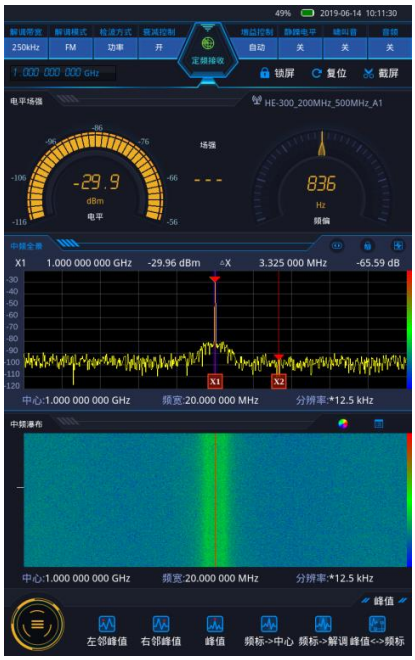

图 3.17 正弦信号测量结果（激活频标）
4)按 键，弹出功能菜单，选择[峰值]，该操作激活频标并使其跳到显示屏幕上信号的峰值位置，由光标可读出频率和幅度值并显示在活动功能区。此时光标读数频率为 1GHz，幅度约为-29.96dBm，如图 3.17 所示。